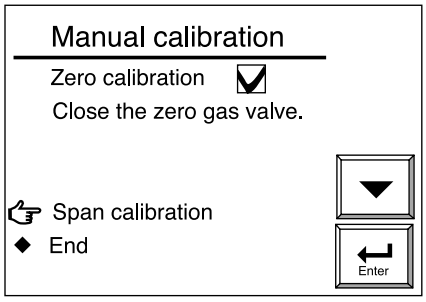

Figura 7.26 Display calibrazione zero completata
(9) Quando il valore misurato si stabilizza, premere il tasto [Enter] per visualizzare il display "Calibrazione zero completata" illustrato nella figura 7.26. A questo punto il valore misurato e la concentrazione del gas di zero devono essere uguali. Chiudere la valvola regolatrice della portata di gas di zero. Stringere a fondo il controdado della valvola in modo che non vi siano fughe di gas di zero.
(10) Selezionare End nel display della figura 7.26. Viene visualizzato un grafico dell'andamento della concentrazione d'ossigeno (con la concentrazione d'ossigeno misurata attualmente) ed il massaggio HOLD TIME lampeggia. Questo tempo è il tempo di stabilizzazione dell'uscita. Se HOLD TIME è stato impostato con le impostazioni pausa uscita, l'uscita analogica resta in attesa (vedi sezione 8.2, "Impostazione pausa uscita " nel presente manuale). La calibrazione manuale è ultimata quando è trascorso il tempo preimpostato di stabilizzazione dell'uscita. Questo tempo di stabilizzazione uscita è impostato in fabbrica prima della consegna, su 10 minuti. Premendo i tasti [Enter] o [Return] entro il tempo di stabilizzazione uscita, la calibrazione manuale viene ultimata.